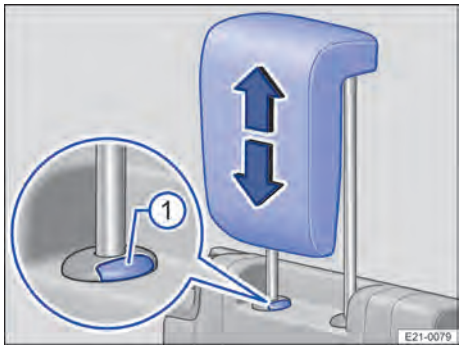

**Fig. 70** Tercera fila de asientos: ajuste del apoyacabezas.
3. Para desencastrar el apoyacabezas, pulse la tecla → fig. 70 ① y bájelo ◁